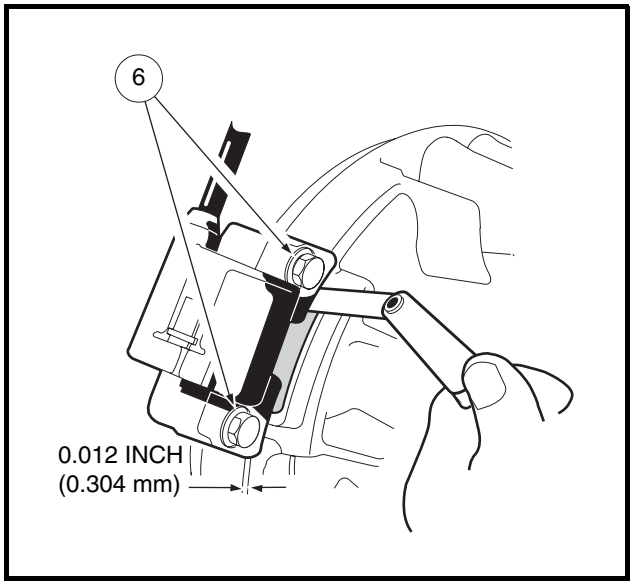

Figure 12-30 Mount Ignition Coil Using Feeler Gauge
4. Remove the grommet (4) from the old spark plug wire. Clean the grommet and place it on the new spark plug wire (5).
8. Install the gasket (1) on the cap (2).
9. Position the ignition coil (7) onto the cast mounting bosses on the engine crankcase and tighten the two mounting bolts (6) to finger-tight at this time.
10. Rotate the flywheel (8) until the magnet is positioned directly under the ignition coil. Use a 0.012-inch (0.304 mm) bronze feeler gauge to set the air gap between the ignition coil and the flywheel magnet. Tighten the two mounting bolts (6) to 30 in-lb (3.4 N·m) **(Figure 12-30, Page 12-27)**.